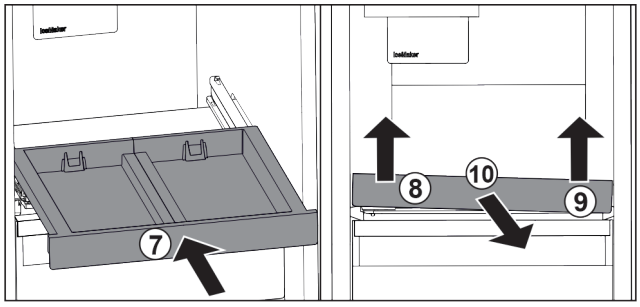

Fig. 171
▶ Inserați raftul extractibil. *Fig. 171 (7)*
▶ Ridicați raftul extractibil din față stânga. *Fig. 171 (8)*
▶ Ridicați raftul extractibil din față dreapta. *Fig. 171 (9)*
▶ Extrageți raftul extractibil spre înainte. *Fig. 171 (10)*